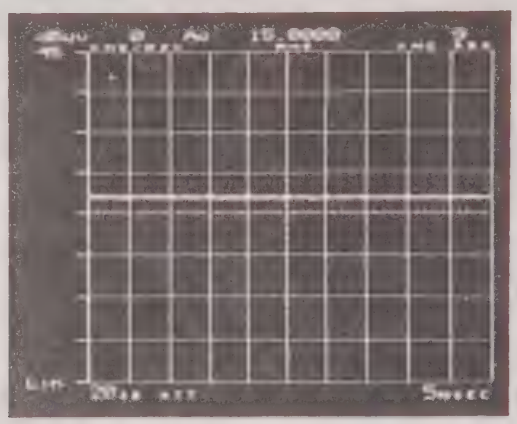

Figure 4-18 Pulse Spectrum
9. Vary DC offset on Pulse Generator until pulse spectrum appears on A-7550 display (see Figure 4-18).